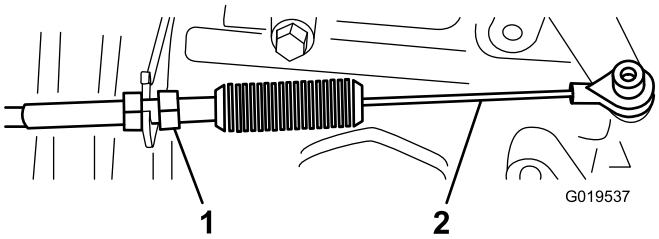
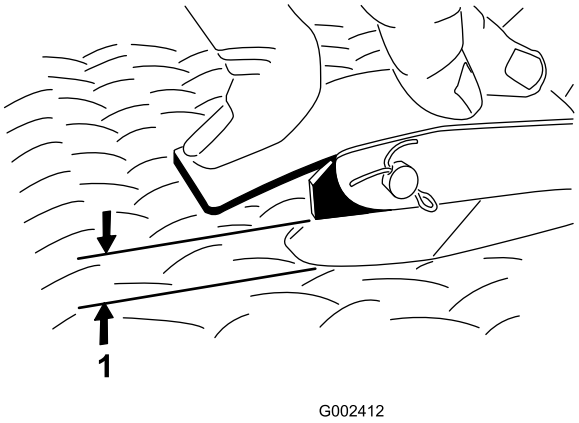

Figuur 67
Figuur 68
2. Stel de kogelverbinding op de gaskabel (Figuur 67) zo af dat er 2,54 tot 6,35 mm ruimte is tussen de arm van het gaspedaal en de bovenkant van het ruitprofiel op de vloerplaat (Figuur 68), wanneer er een druk van 11,3 kg wordt uitgeoefend op het midden van het pedaal.
3. Draai de borgmoer aan (Figuur 67).